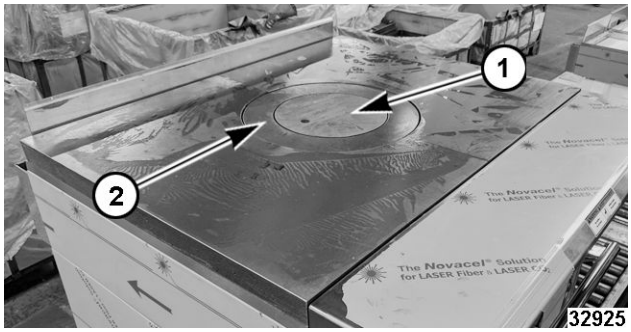

**Fig. 76**
3. Remove burner top plate (1, Fig. 76).
4. Remove burner head 2, Fig. 76).